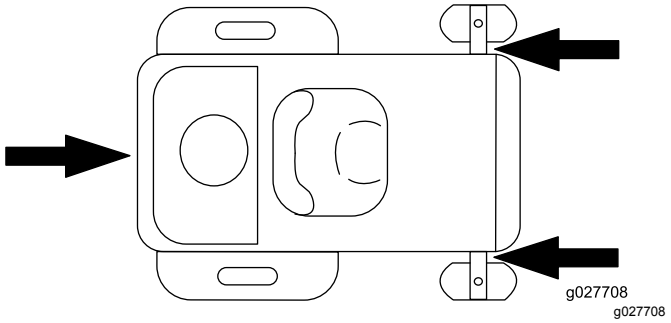

Figur 29
- Fest maskinen godt til tilhengeren eller lastebilen med stropper, kjetting, kabel eller tau. Bruk bare de fire angitte festepunktene på gressklipperen – to på venstre side og to på høyre (Figur 29). Bruk disse stedene selv når du transporterer gressklipperen med et tilknyttet tilbehør. Bruk av andre steder enn de som er angitt, kan skade gressklipperen og/eller tilbehøret.